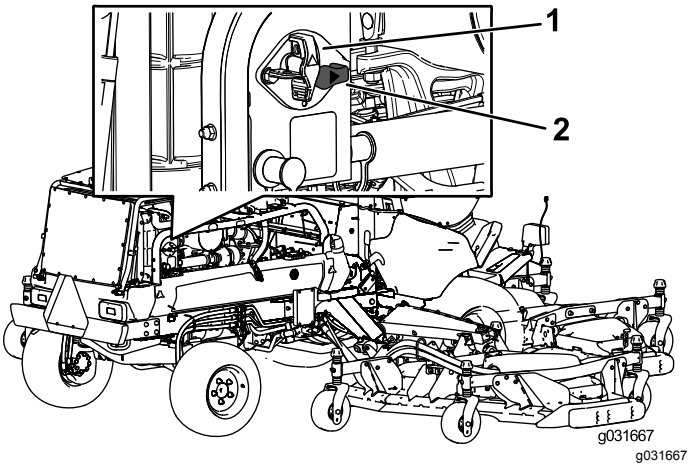

Figur 80
- For at strømføre maskinen skal du dreje batteriets afbryderkontakt med uret til positionen ON (til) (Figur 80).
- For at afbryde strømtilførslen til maskinen skal du dreje batteriets afbryderkontakten mod uret til positionen OFF (fra) (Figur 80).